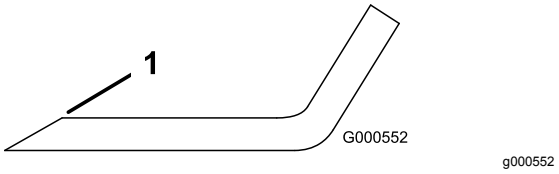

Figur 57
1. Anvend en fil til at slibe begge ender af skærekniven (Figur 57).
Bemærk: Hvis kniven ikke er afbalanceret, skal der slibes lidt mere metal af sejlområdet (Figur 57).